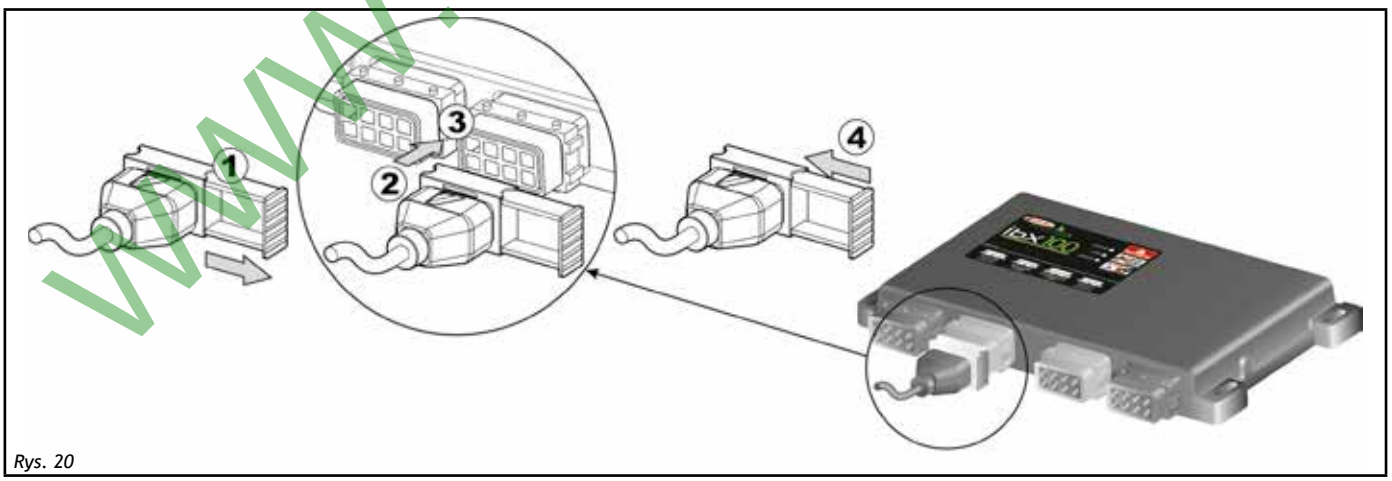

Rys. 20
- Otworzyć suwak łącznika (**1**, Rys. 20).